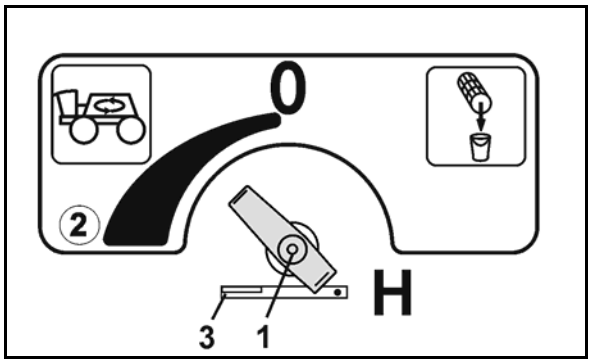

Rys. 61
- Mieszadło dodatkowe nastawia się za pomocą zaworu nastawczego (Rys. 61/1).
Mieszadło dodatkowe jest wyłączone w pozycji 0 zaworu nastawczego (Rys. 61/2).
Zabezpieczenie funkcji spuszczania filtra ciśnieniowego (Rys. 61/3).